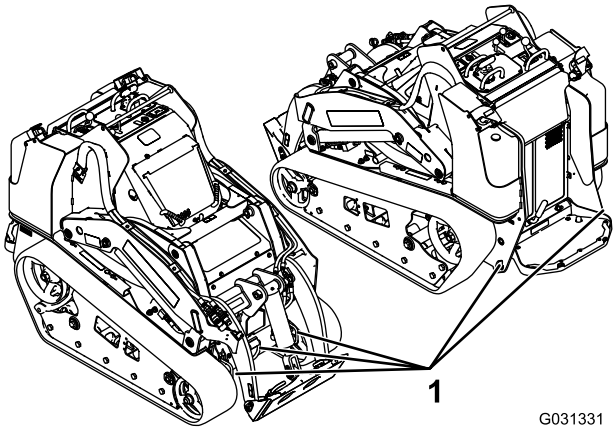

Rysunek 34
6. Zamocuj maszynę do przyczepy lub ciężarówki za pomocą pasów, łańcuchów lub lin, mocując je do metalowych uch na maszynie (Rysunek 34).
Maszynę można unieść za pomocą uch mocujących/do podnoszenia, stanowiących punkty podnoszenia podane na Rysunek 34.